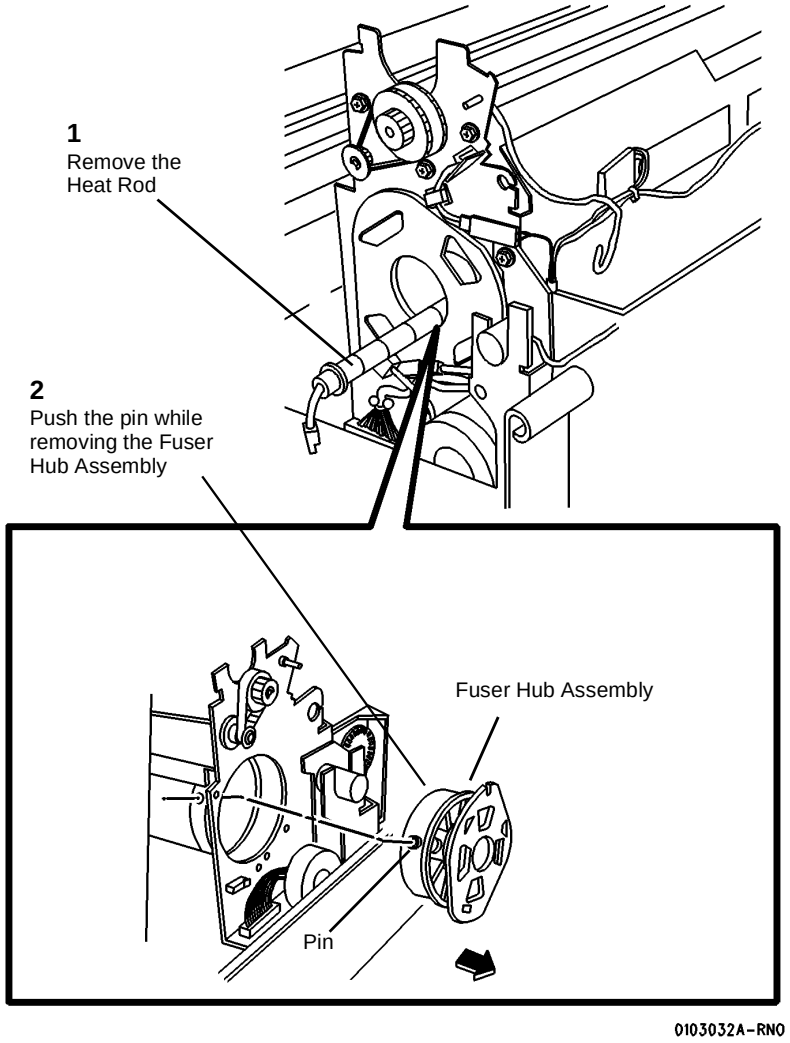

**Figure 3 Removing the Heat Rod and Fuser Hub Assembly**
5. (Figure 3): Remove the Heat Rod.